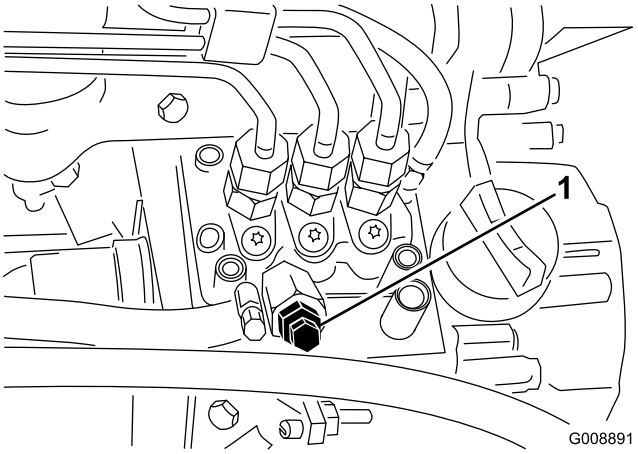

Figuur 41
3. Draai de ontluchtschroef op de brandstofinjectie-pomp open (Figuur 41).